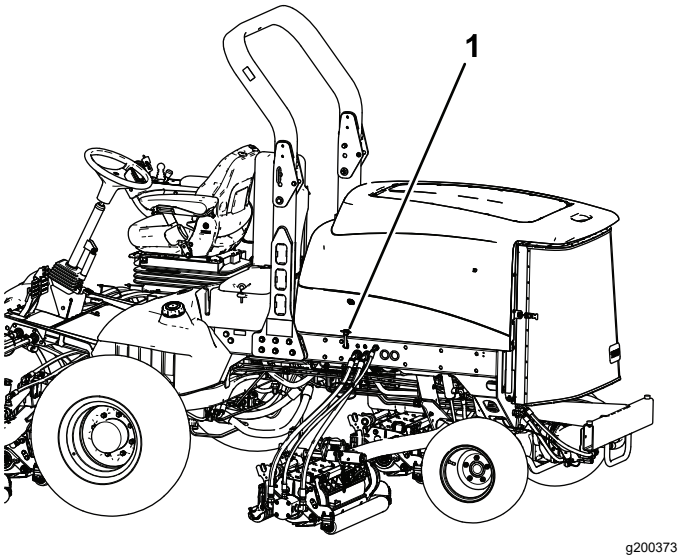

Figuur 78
1. Maak de motorkapvergrendelingen (Figuur 78) los en open de motorkap.